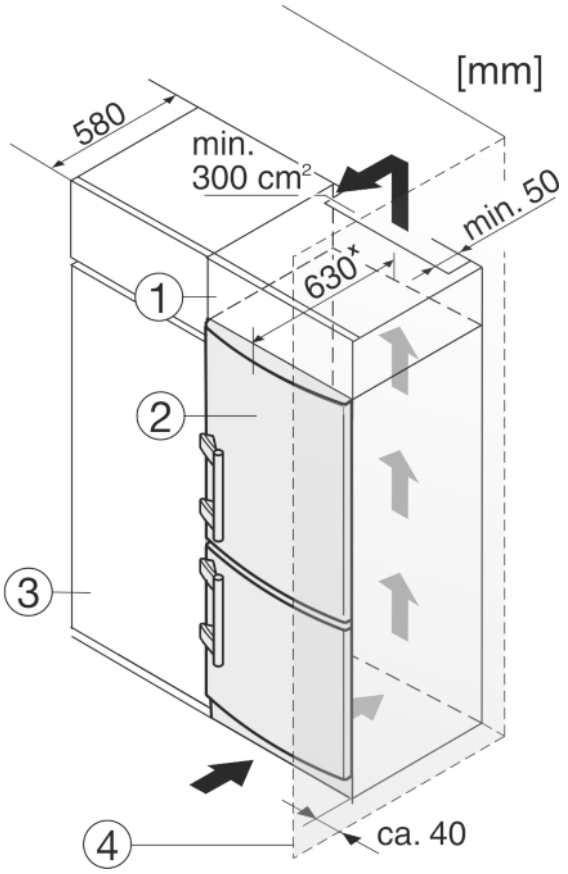

Fig. 9
Zařízení lze zabudovat do vybavení kuchyně. K vyrovnání přístroje *Fig. 9 (2)* na výšku kuchyňské linky lze na přístroj nasadit odpovídající nástavec *Fig. 9 (1)*.
Při montáži do kuchyňských skříní (hloubka max. 580 mm) lze přístroj instalovat hned vedle kuchyňské skříně *Fig. 9 (3)*. Přístroj přesahuje přední stěnu kuchyňské skříně na stranách o 34 mmx a uprostřed o 50 mmx.
Když se přístroj instaluje závěsy vedle stěny *Fig. 9 (4)*, musí být vzdálenost přístroje od stěny alespoň 40 mm. To odpovídá přesahu madla při otevřených dveřích.